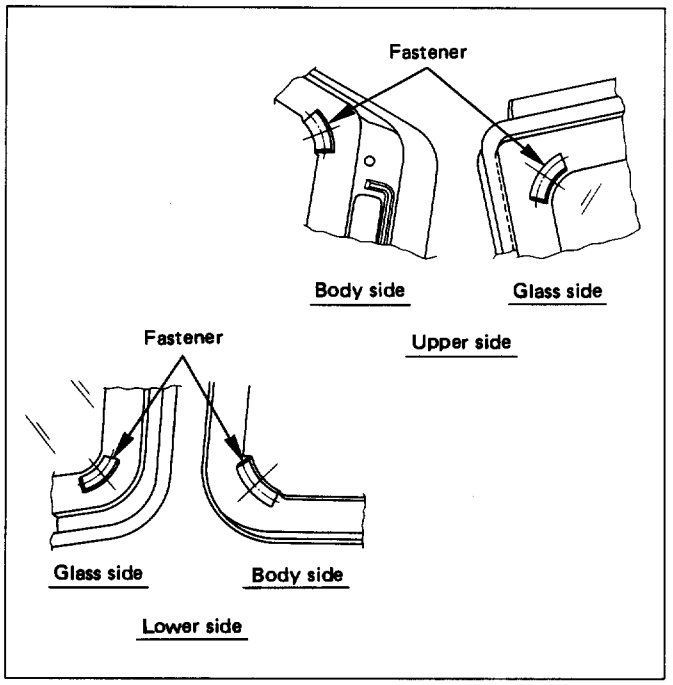

Fig. 10-266
- Install the fasteners to the fixed positions of the glass and the body panel (Fig. 10-266).